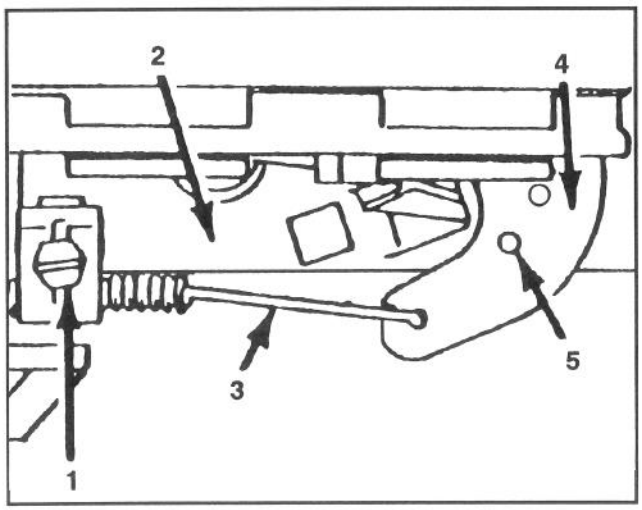

Abb. 19
3. Die Schraube der Kabelklemme lösen, bis das Gaszugkabel durchrutscht (Abb. 19).
4. Das Gaszugkabel nach links oder rechts bewegen, bis die Löcher im Gashebel mit denen in der Halterung übereinstimmen (Abb. 19).